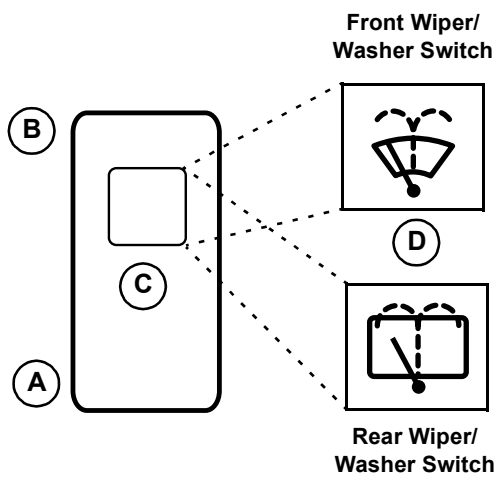

Fig. 34 – Wiper/Washer Switch
Press bottom (A, Fig 34) of wiper switch (C) to activate the wipers. Press and release top (B) of wiper switch (C) to turn the wipers off.